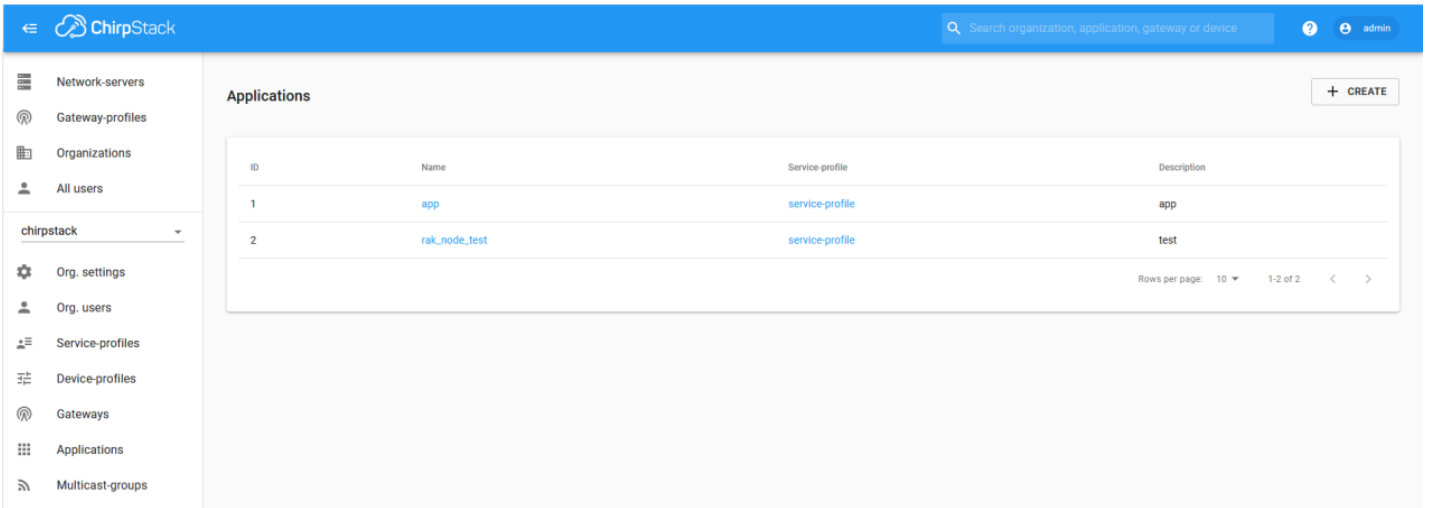

Figure 29: List of Applications Created
1. Choose the **Application** created in the previous step, then select the **DEVICES** tab as shown in Figures 29 and 30.